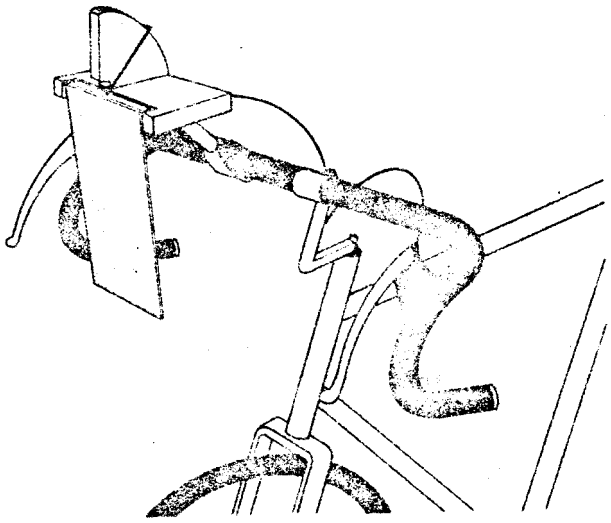

Figure 34. The wind-force measurer on the bike.
A. Procedure: Adjust the wind force measurer on the front of the bike so that, when the bike is upright and stationary, the pointer is on zero. (See Figure 34.) Ride the bike at various speeds, simultaneously noting both speed and the location of the pointer on the wind-force measurer. The scale on the device is calibrated in degrees, and the pointer reading gives directly the angle which the plastic sheet makes with the vertical. You should be able to estimate the angle to the nearest degree. When you make measurements, try to ride in a straight line and at a constant speed long enough so that any jittering of the pointer settles down and the reading is at a steady value. This will take some practice.